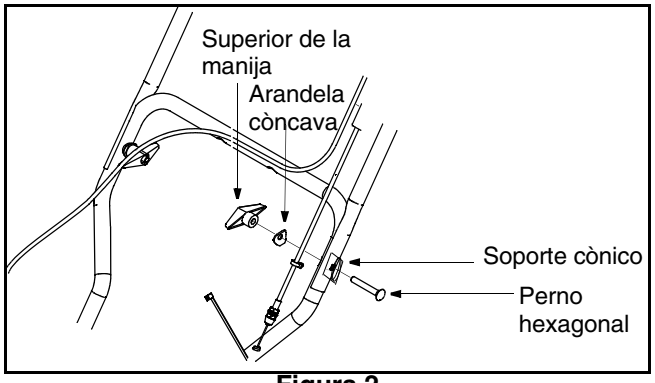

Figura 2
2. Afloje la perilla de la manija, la arandela cóncava y el soporte cónico a cada lado de la manija. Ver Figura 2 .
4. Ajuste las perillas de la manija a cada lado de la manija. Ver Figura 2 .